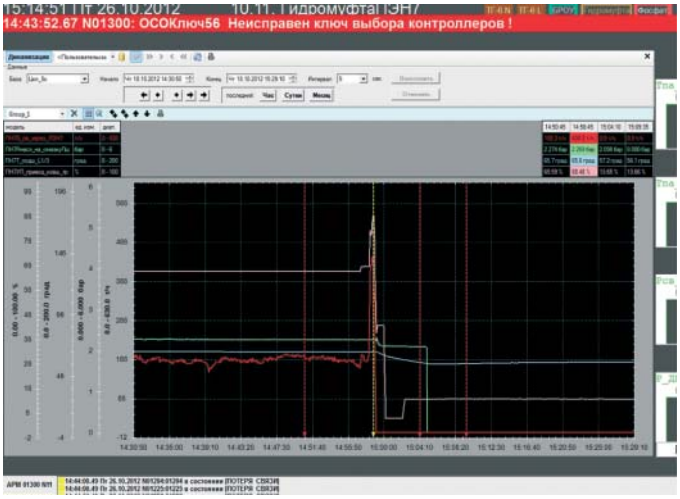

Рис. 2. Главное окно Монитора с одним окном графиков
1. Главное окно Монитора (рис. 2, 3) обеспечивает полные возможности отображения и анализа значений параметров. Главное окно Монитора поддерживает отображение как данных реального времени, так и архивных данных. Одновременно может быть только одно главное окно.
С каждым окном Монитора связан фильтр, данные которого отображаются в окне. На рис. 2 и рис. 4 выбран специальный фильтр “Пользовательский”, на рис. 3 выбран обычный фильтр Flt-2.
Главное окно может содержать до четырех дочерних окон графиков (рис. 3). Окно оперативного контроля всегда содержит только одно окно графиков. Во всех случаях окно графиков отображает данные моделей, входящих в одну группу фильтра. На рис. 2 главное окно отображает данные из группы “Group_1” фильтра “Пользовательский”. На рис. 3 главное окно отображает данные из групп “Group_1”, “Температуры”, “Регулятор_разреж”, “Гидромуфта фильтра Flt-2”.
Главное окно Монитора (рис. 2, 3) обеспечивает:
Область графиков (рис. 2) включает:
Срезы в окне графиков представлены таблицей срезов (рис. 8, справа), а также вертикальными пунктирными линиями в точках срезов области графиков (рис. 2). Управление срезами выполняется левой кнопкой мыши: